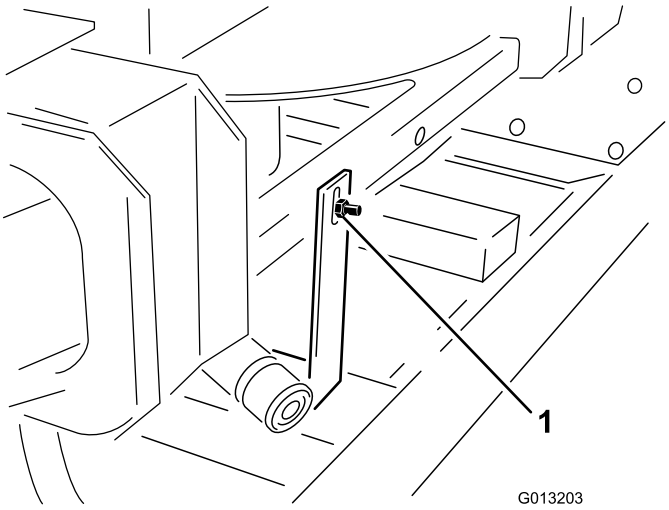

Figur 3
2. Lossa skruven och muttern som sitter längst bak på dubbelspridaren och fäster maskinlyftanordningens transportfäste på dubbelspridaren (Figur 3).